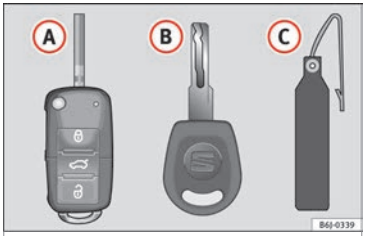

Fig. 83 Set of keys.
- a remote control key ››› **Fig. 83** (A)
- a key without remote control (B),
- a plastic key tab* (C).